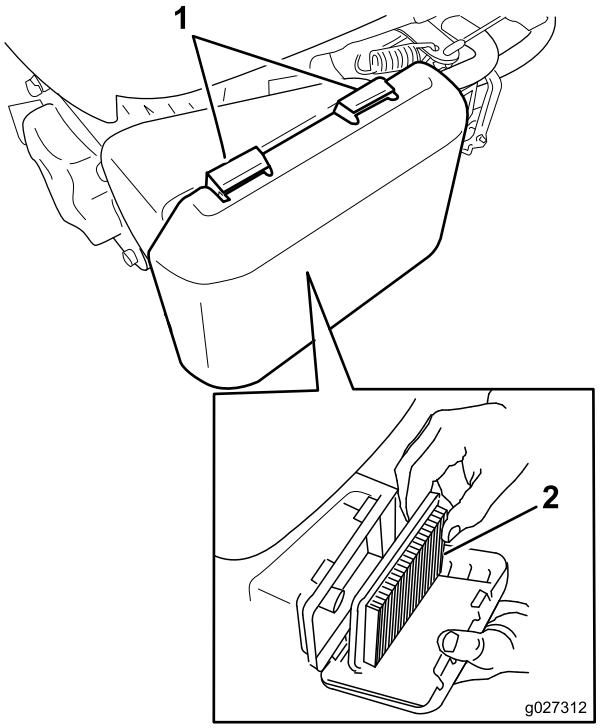

Figure 18
2. Appuyez sur les languettes de verrouillage en haut du couvercle du filtre à air (Figure 18).